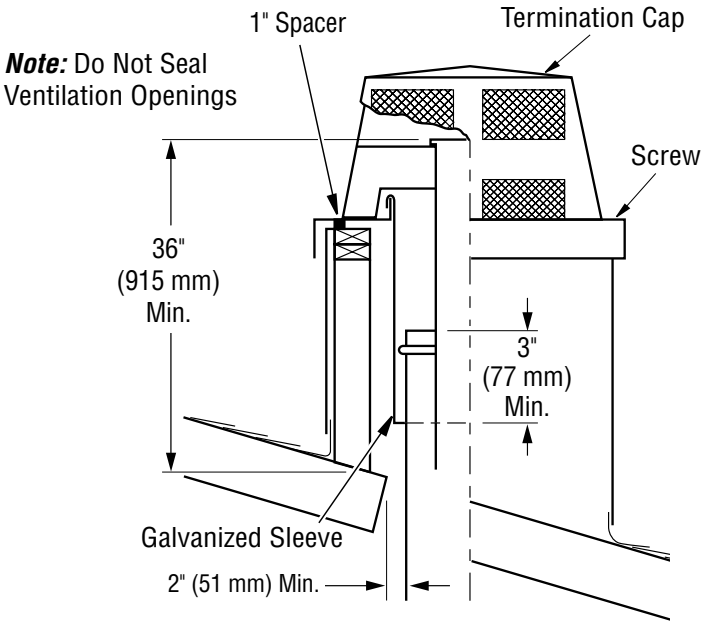

Figure 23 - Installing Termination Cap
5. Place galvanized sleeve through hole in flashing and around last section of chimney (see Figure 23).